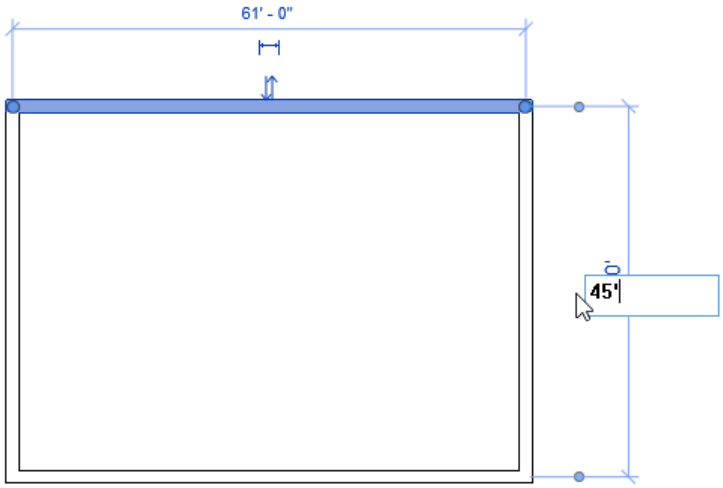

Figure 3-78 *Entering vertical dimension in the edit box*
6. Click on the vertical temporary dimension and enter **45'** (**13716 mm**) in the edit box displayed, as shown in Figure 3-78 and press ENTER.